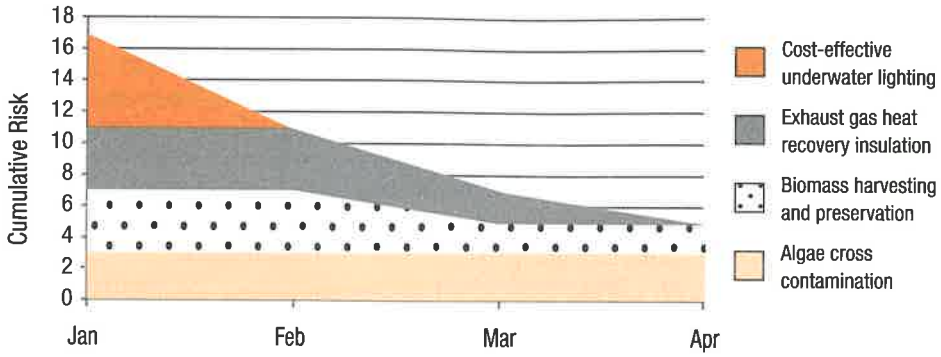

FIGURE 11.7 *Algae Project Risk Profile*
- Risk burndown charts may be used for planning, managing, and controlling risk. These charts allow stakeholders to easily see a risk profile on a project. Risk burndown graphs quickly inform stakeholders whether the threats are moving in the right direction (downward), or if they are excalating. See the example in figure 11.7 in which a project manager is building a container-based algae production unit to capture carbon dioxide (CO2) emissions. Figure 11.7 shows that a spike in January to explore